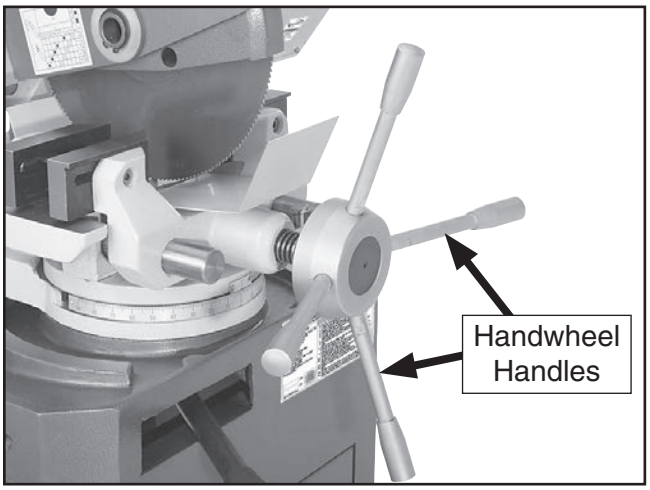

Figure 10. Handwheel handles threaded onto handwheel hub.
1. Thread four handwheel handles onto saw vise handwheel hub (see **Figure 10**).